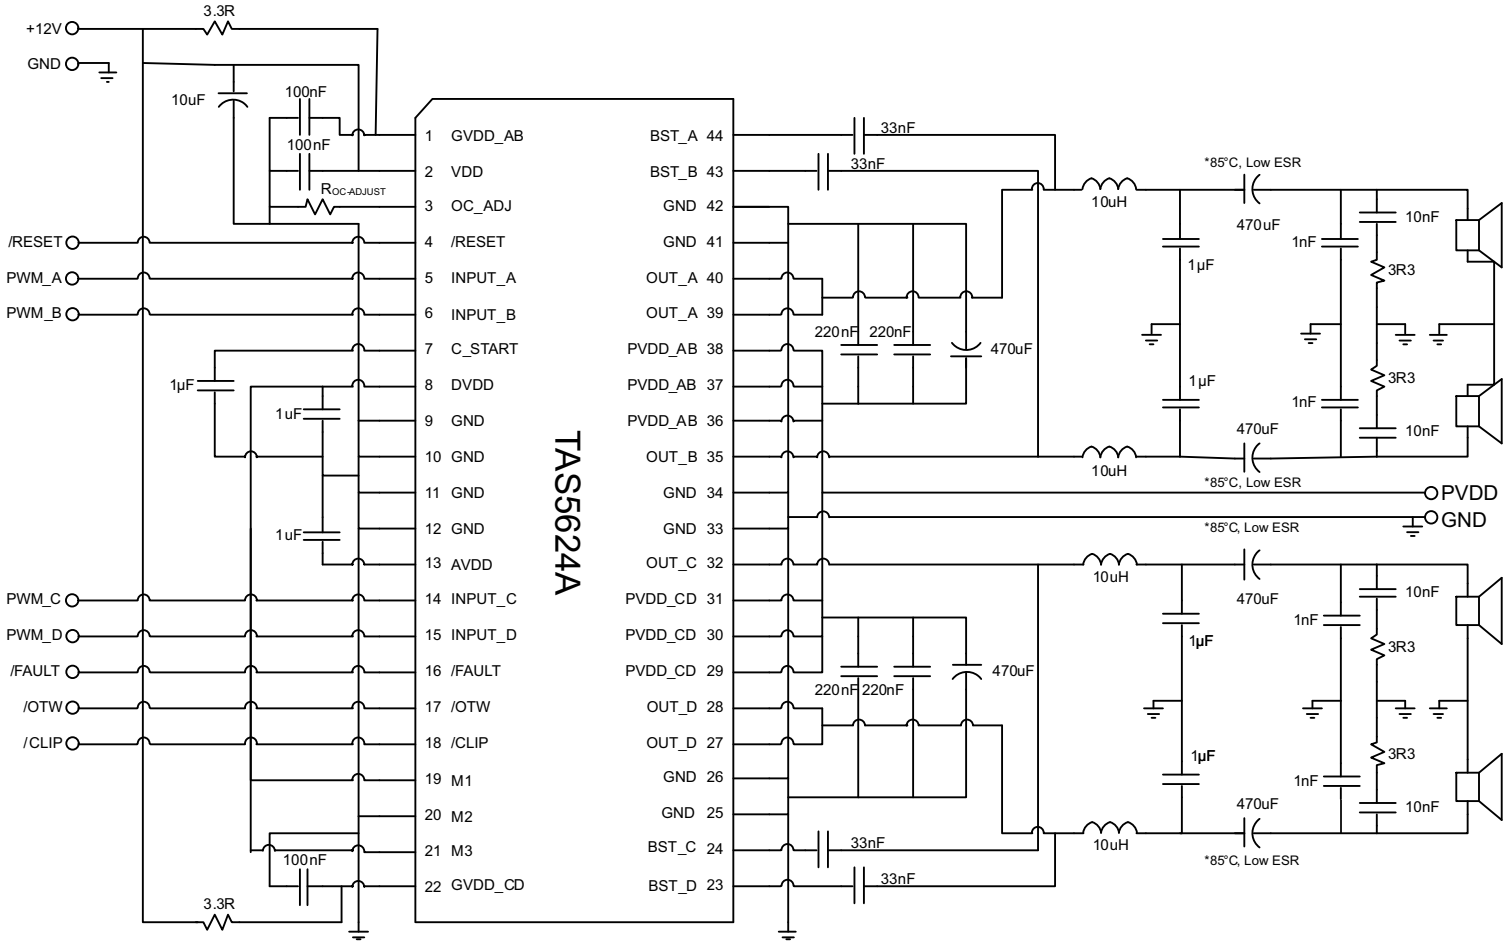

Figure 19. Typical (1N) SE Application
See Figure 19 for application schematic. In this application, four single-ended PWM inputs are used with AD modulation from the PWM modulator such as the TAS5558. AD modulation scheme is defined as PWM(+) is opposite polarity from PWM(–). The single-ended (SE) output configuration is often used to drive four independent channels in one TAS5622A device.
Design Requirements lists the design parameters of Figure 19.